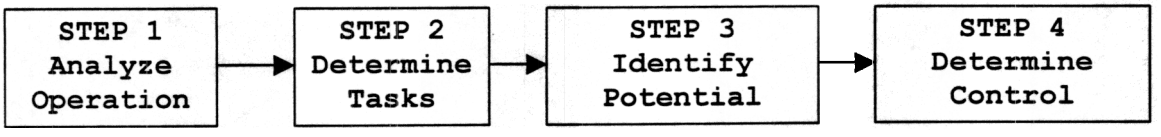

FIGURE 5. JHA STEPS
a. The same principals of RM apply to JHA; however, the JHA is primarily used for routine operations/tasks. Controls must be in place to mitigate the potential hazards. Supervisors will be required to conduct JHAs on all tasks involving construction, repair, maintenance, disposal and other industrial type of activities performed internally to all Directorates/Organizations. The primary steps in the JHA are similar to the steps in the formal RM as depicted in Figure 5 below.